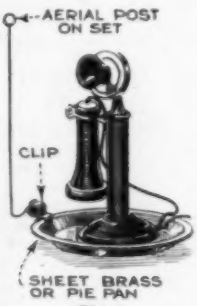

Fig. 1
Q. **I have heard that I could use my desk phone as an aerial. How can I do this? I do not expect to get distant stations, but would like to use this method for local stations, as I cannot use an outside aerial on this building.** A. This is a very simple matter; all that you need is a small tin pan or sheet of No. 26 gauge brass, 6 in. square. Place the pan or metal sheet under the desk phone and use a bulldog clip for fastening the wire from the metal sheet to the aerial post on your set. Use an ordinary ground to a water pipe. You will obtain even better results if you use a small variometer in series with the lead to the aerial post. (Fig. 1.)